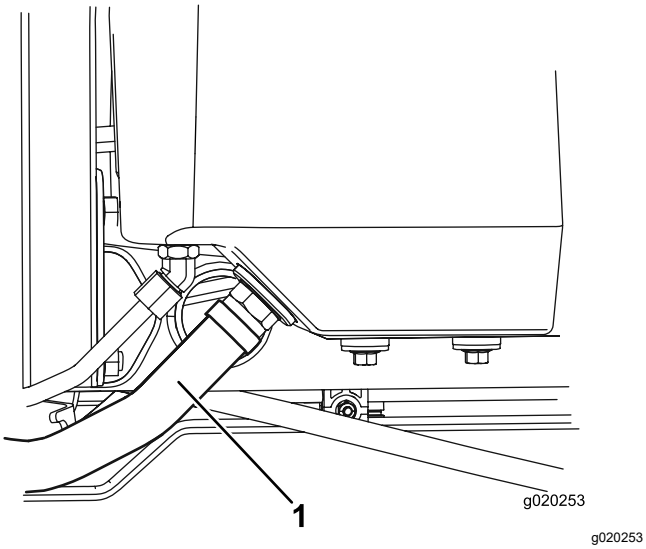

Figuur 78
2. Maak de grote hydraulische slang (Figuur 78) los van het reservoir en laat de hydraulische vloeistof in een opvangbak lopen.